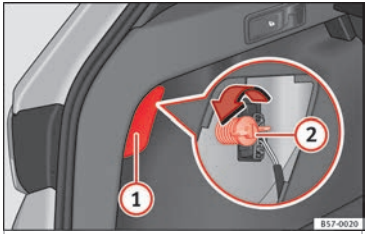

Fig. 110 Luggage compartment: access to the bolt securing the tail light unit.
3. Remove the lid, levering it with the flat side of a screwdriver into the recess ››› **Fig. 110** (1).
5. Unscrew the light securing bolt by hand or using a screwdriver ››› **Fig. 110** (2).